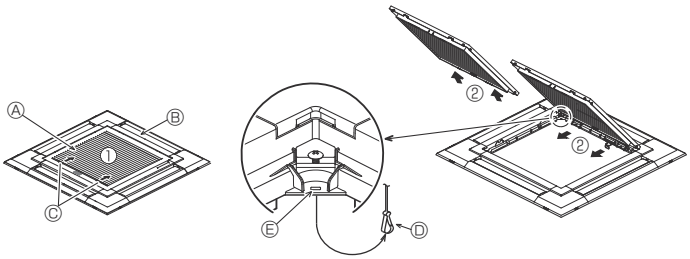
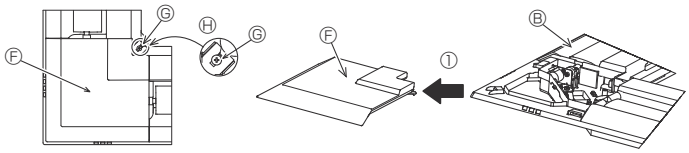

Fig. 9-3
Fig. 9-4
9.2.1. Extracción de la rejilla de admisión (Fig. 9-3)
- Deslice las palancas en la dirección indicada mediante la flecha ① para abrir la rejilla de admisión.
- Con la rejilla de admisión en posición “abierta”, extraiga la bisagra de la rejilla de admisión de la rejilla tal y como se indica mediante la flecha ②.
9.2.2. Extracción del panel angular (Fig. 9-4)
- Afloje los 4 tornillos de la esquina. Deslice el panel angular en la dirección indicada por la flecha ① de la imagen y retírelo.
[Fig. 9-3] [Fig. 9-4]